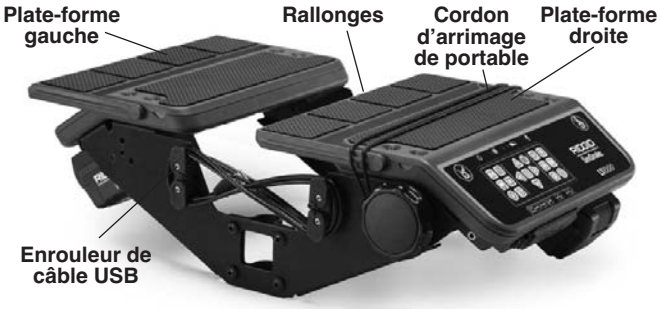

Figure 7 – Déploiement des flasques de plate-forme
5. Amenez le câble USB de la LT1000 jusqu'au portable et branchez-le sur la prise USB correspondante. Le cas échéant, enroulez le restant du câble sur les enrouleurs de câble USB comme *indiqué à la Figure 7.*